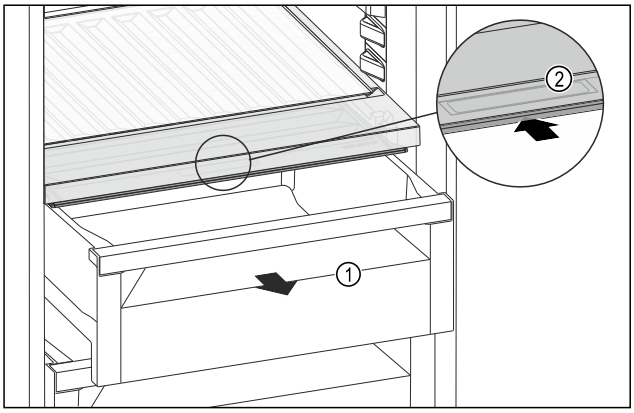

Fig. 161
- ▶ Pull out the drawer *Fig. 161 (1)*.
- ▶ Grasp the recessed grip *Fig. 161 (2)* on the compartment lid and push the compartment lid backwards at the same time.